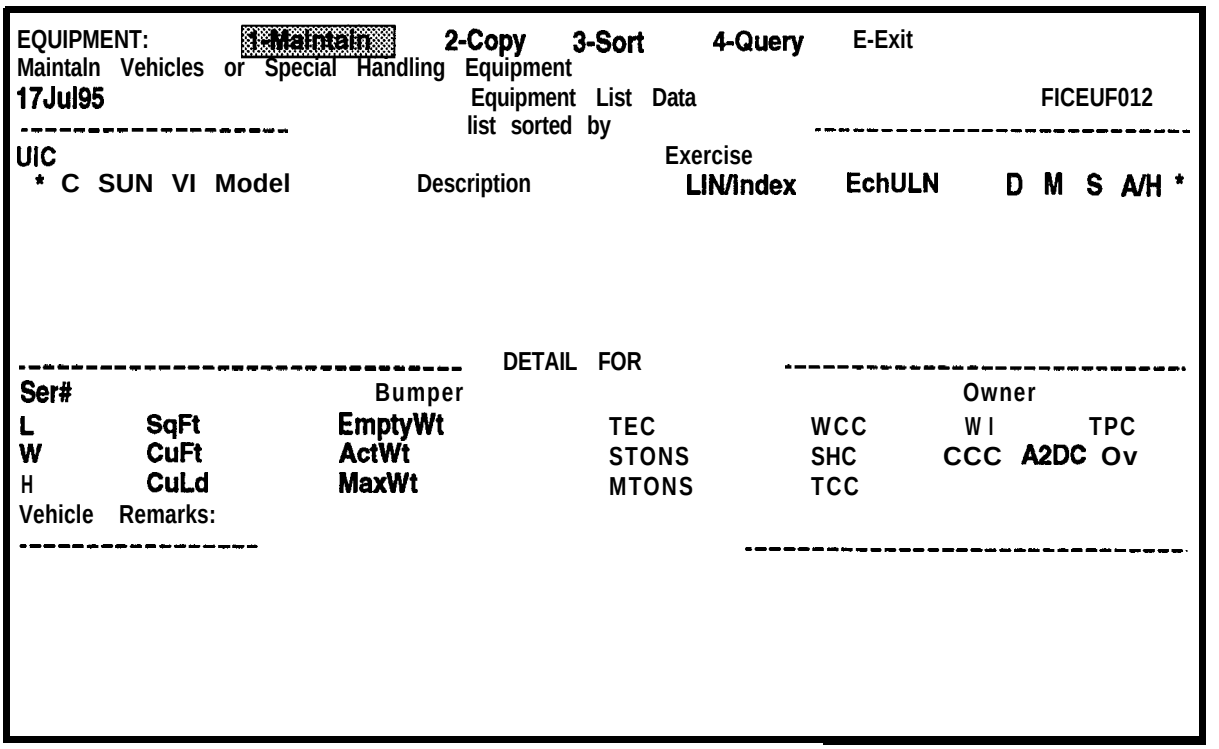

Figure 5-14. Blank Equipment List Data Screen
c. Select the **Vehicle** option. The EQUIPMENT: ring menu will be displayed at the top of the Equipment List Data screen as shown in Figure 5-14.